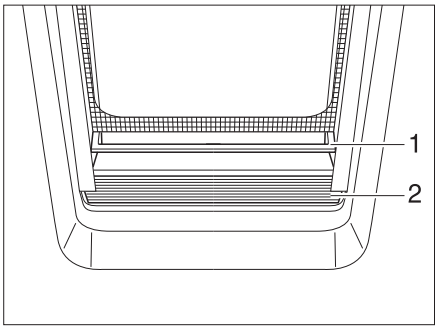

Fig. 26 Roman shade
- Grip the Roman shade (Fig. 26,2) in the middle of the holding bar (Fig. 26,1), pull it upwards and then release it at the desired height. The Roman shade will stay at this height.